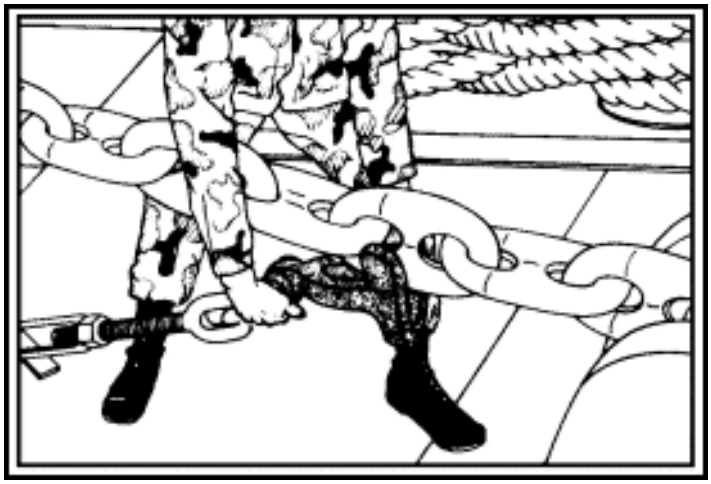

Figure 21-18. Opening Riding Pawl
- Lift open the riding pawl (Figure 21-18).